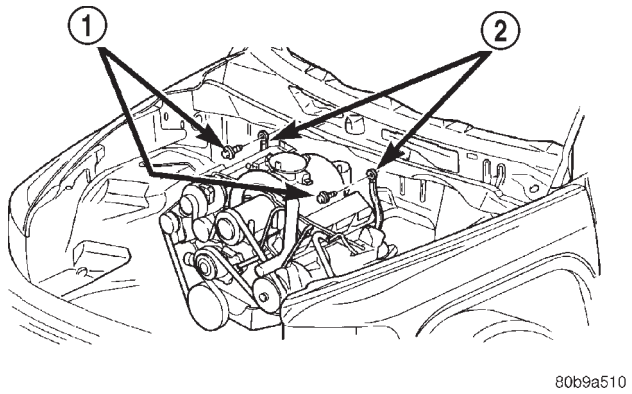

Fig. 10 Engine-To-Body Ground
(1) Remove the screw that secures the engine-to-body ground strap eyelet to the dash panel (Fig. 10).